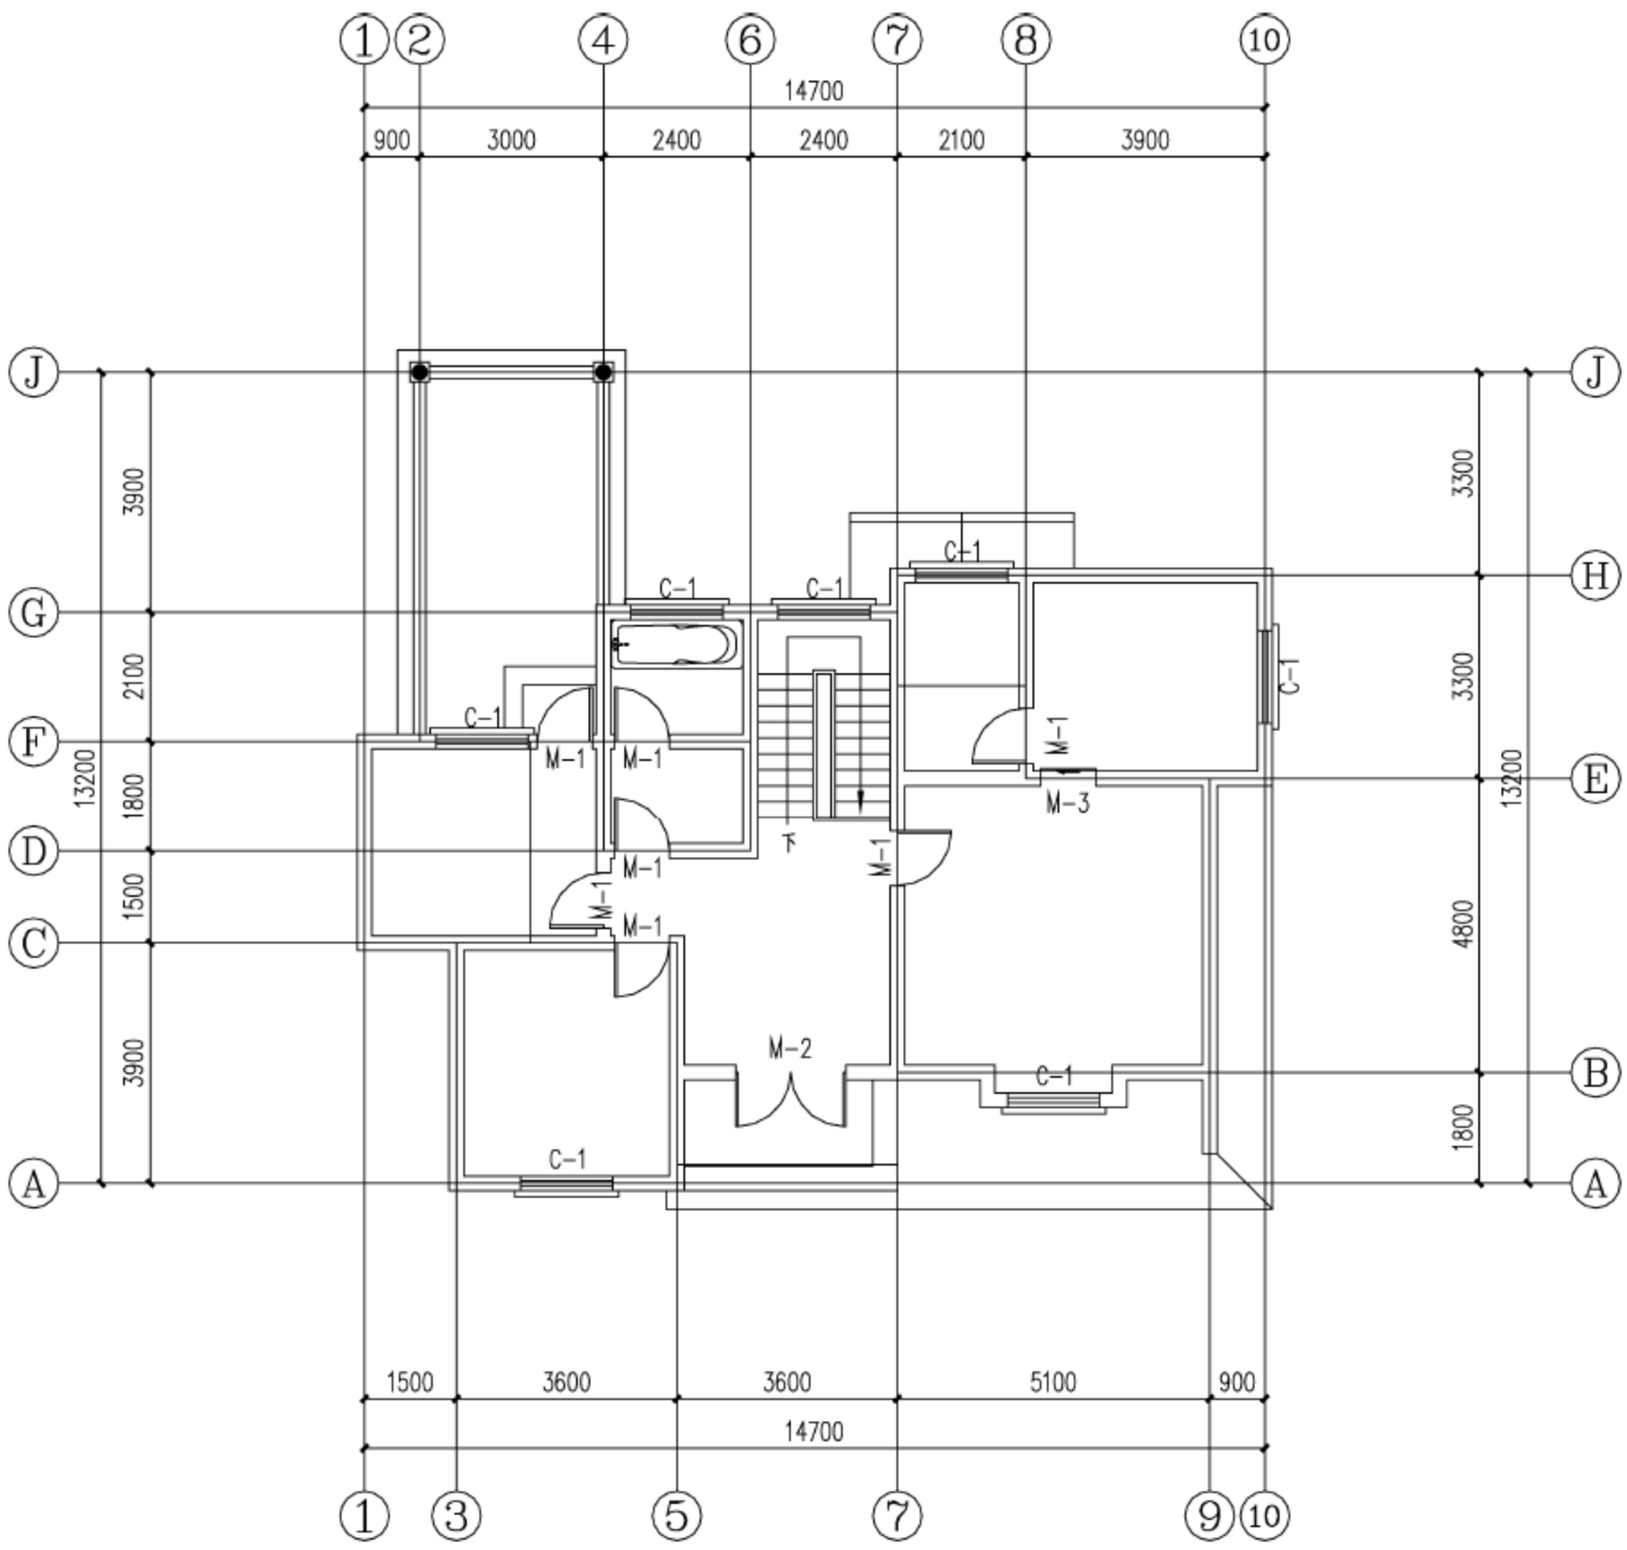

图 18-90 布置洁具 1
(3) 单击绘图区域，根据命令行提示选择卫生间相应的墙线，形成如图 18-90 所示的布置洁具的形式。